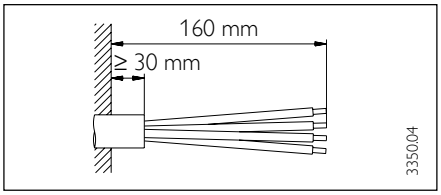

Abb. 15
– Elektrische Anschlußleitung gemäß Abb. 15 ablängen und abisolieren.
– Bei Unterputzanschluß muß die Anschlußleitung mindestens 30 mm isoliert aus der Wand ragen (Abb. 15).